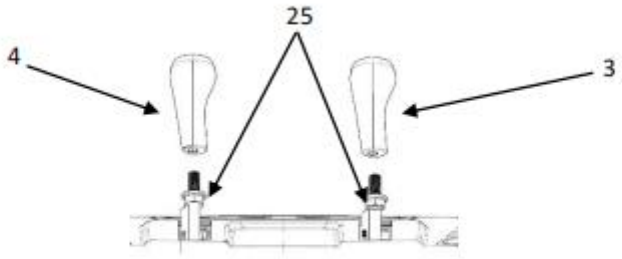

Figure 6
1. Thread and hand-tighten the travel shift handle (Item 3) and chute angle adjustment handle (Item 4) onto the external threads of the upper handle frame section (Item 10). (See Figure 6)